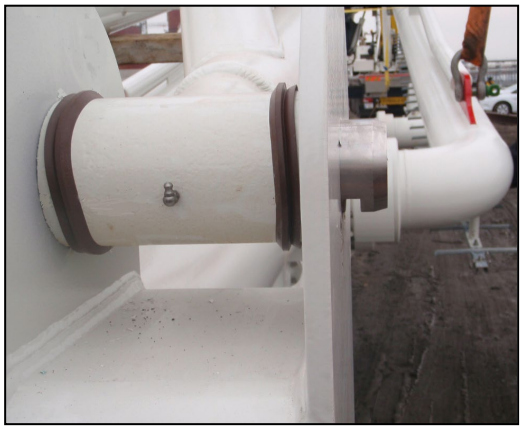

Figure 4
Pins to connect the outboard and the parallel structure. See P_01 sheet 1, detail FF and figures 4, 5 and 6.
For the next steps see: P_01 sheet 1, detail FF and figures 4, 5 and 6.
1. Position the V-rings, see figure 4.